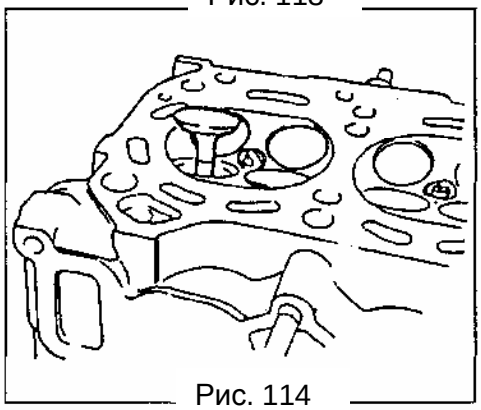

Рис. 114
6) Установите клапан в направляющую втулку клапана. Для установки клапана нанесите моторное масло на направляющую и на шток клапана (Рис. 114).